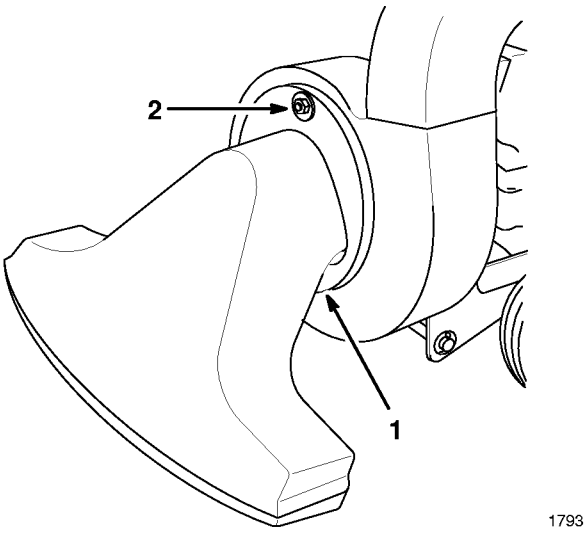

Abbildung 9
2. Die Ansaugdüse am Gebläse mit Unterlegscheibe und Mutter befestigen (Abb. 9).
3. Den Verschluß vom Kurbegehäuse entfernen (Abb. 9).